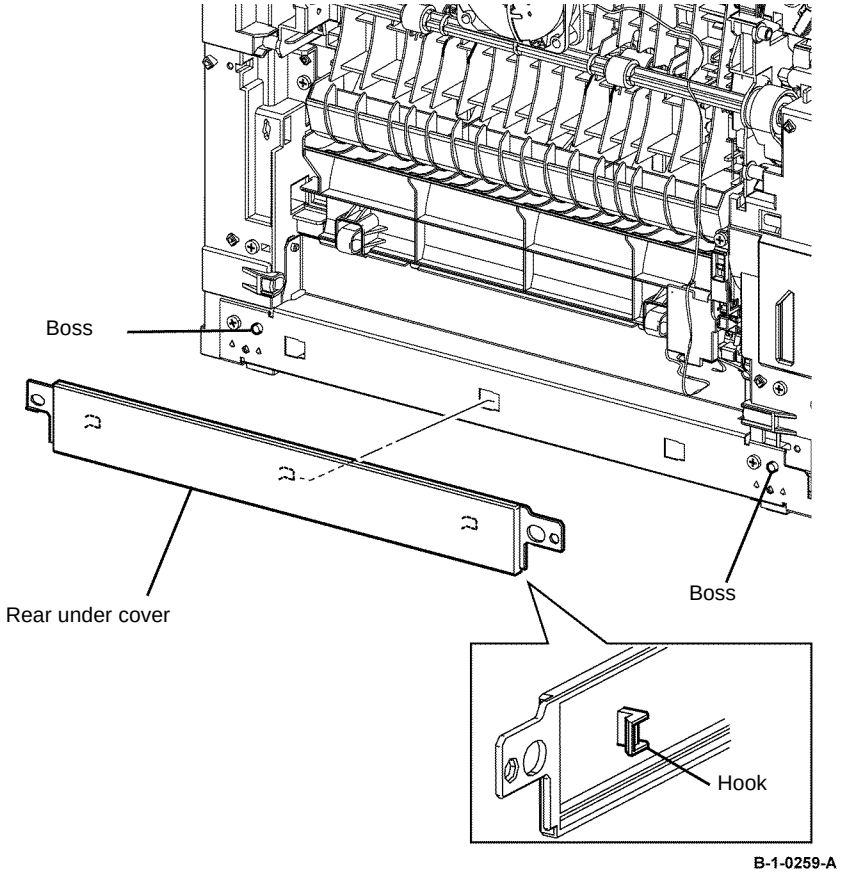

Figure 1 Rear under cover removal
8. Release two holes on the rear under cover from the bosses on the printer, Figure 1.
9. Remove the rear under cover by sliding it to the left to disengage three hooks, Figure 1.